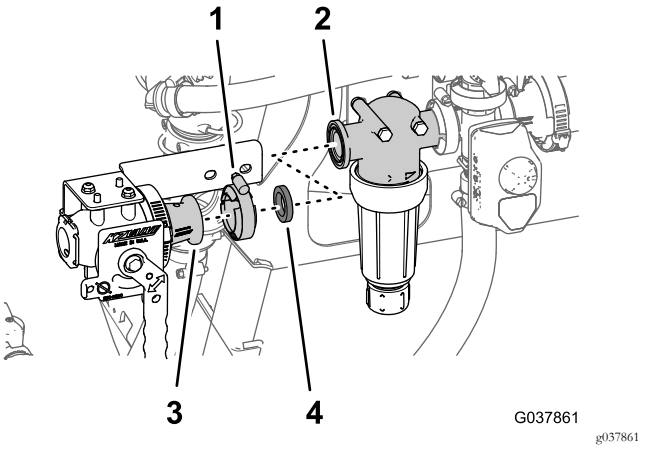

Figuur 63
4. Lijn de flens van de afsluitklep van de straalpomp en de pakking – 25 x 35 mm uit met de flens van de filterkop (Figuur 63).
6. Monteer de afsluitklep van de straalpomp op de filterkop (Figuur 63); gebruik een flensklem – 40 tot 64 mm.